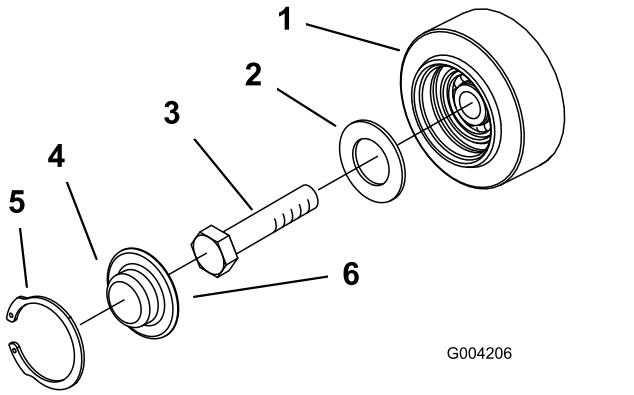

Figura 49
3. Retire la anilla a presión y el tapón de una de las ruedas de rodaje (Figura 49).
4. Compruebe la grasa que hay debajo del tapón y alrededor de la junta (Figura 49). Si está sucia, tiene arenilla o queda poca grasa, elimine toda la grasa, cambie la junta, y añada grasa nueva.